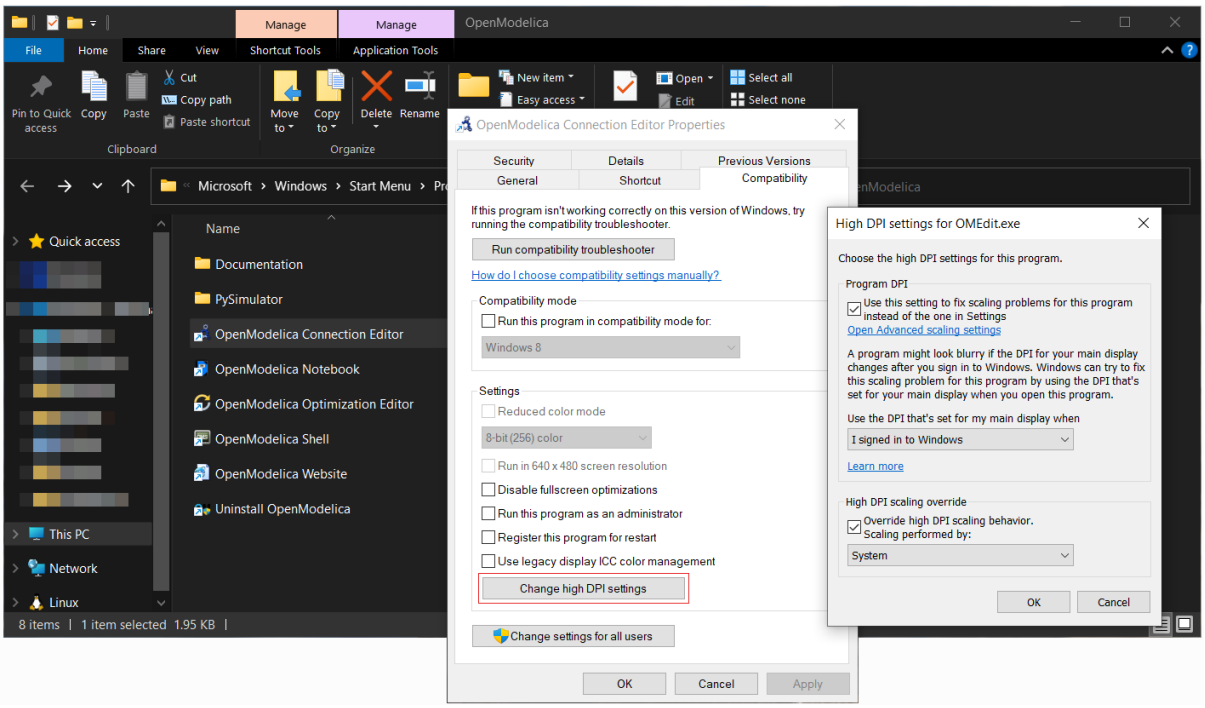

Figure 3.25: Change high DPI settings for OMEdit.exe
3. In the properties window go to tab *Compatibility* and open *Change high DPI settings*. In the *High DPI settings for OMEdit.exe* choose *Use the settings to fix scaling problems for this program instead of the one in Settings* and *Override high DPI scaling behavior.Scaling performed by:* and choose *System* from the drop-down menu, Figure 3.25.